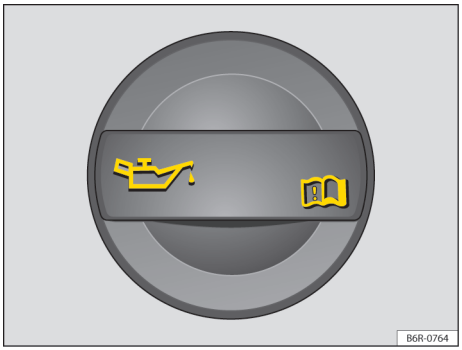

Fig. 178 No compartimento do motor: tampa da abertura para enchimento de óleo do motor.
4. Identificar a abertura para enchimento de óleo do motor e a vareta de medição do óleo. A abertura para enchimento do óleo do motor é identificada pelo símbolo na tampa → Fig. 178 e pela vareta de medição do óleo com a alça colorida. Se não estiver claro onde a tampa e a vareta de medição do óleo se encontram, procurar uma Concessionária Volkswagen ou uma empresa especializada.
9. Desrosquear a tampa do bocal de enchimento de óleo do motor → Fig. 178.